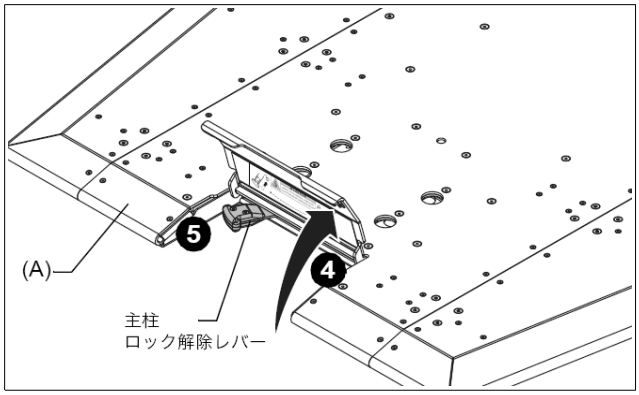

図３
4.ベース（A）を床に置いて（このとき、天面を上にして）、ベース（A）の中央後部にあるカバーを引き上げてください。（図３を参照してください）